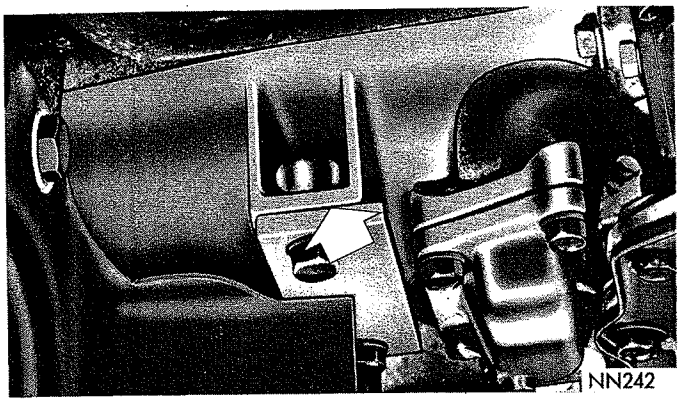

*Fig. 8—Shim Location (Front Universal Joint Angle Correction)*
(6) Observe position of bubble in spirit level and compare the position with that shown on Chart (Fig. 13) for front joint angle. A normal joint angle will cause bubble to position itself within the acceptable range. If bubble is found to be slightly forward of the acceptable tolerance range, this means that the angle is actually smaller than that specified and does not need correcting. If bubble in spirit level is found to be rearward of the acceptable range, the angle is too large, and must be corrected. To reduce front universal joint angle, install a flat shim between the transmission extension housing and rear engine mount (Fig. 8). Flat shims ⅛ inch in thickness are required to move the bubble in spirit level one graduation.
(7) To install shim, loosen bolts in rear mount to transmission extension housing.
(8) Raise transmission sufficiently using a floor